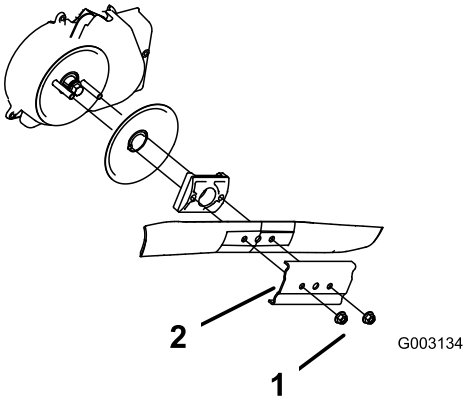

Figure 29
3. Retirez les 2 écrous de la lame et le renfort (Figure 29).
4. Déposez la lame (Figure 29).
5. Posez la nouvelle lame (Figure 29).